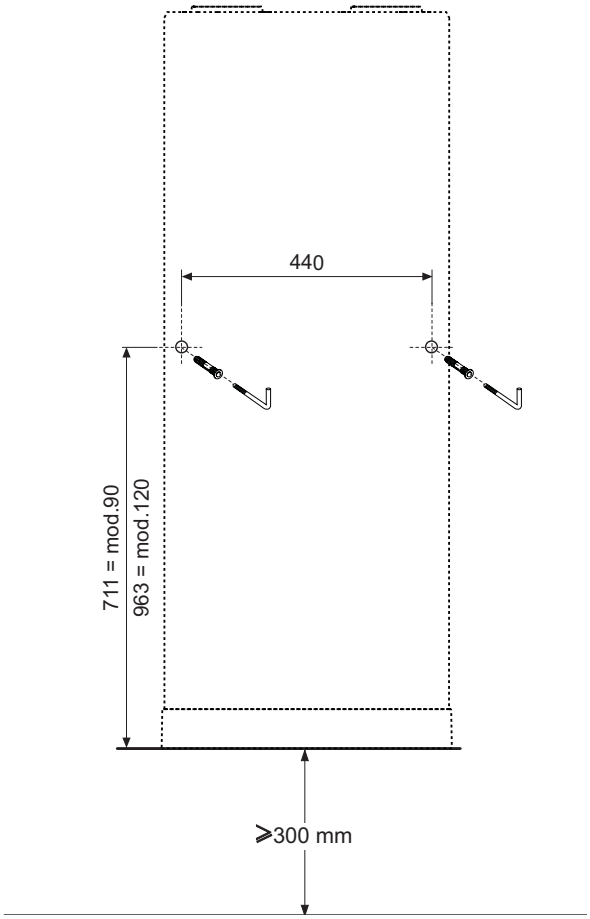

afb. 50 - Boorindicatie
- Boor zoals aangegeven in afb. 50.